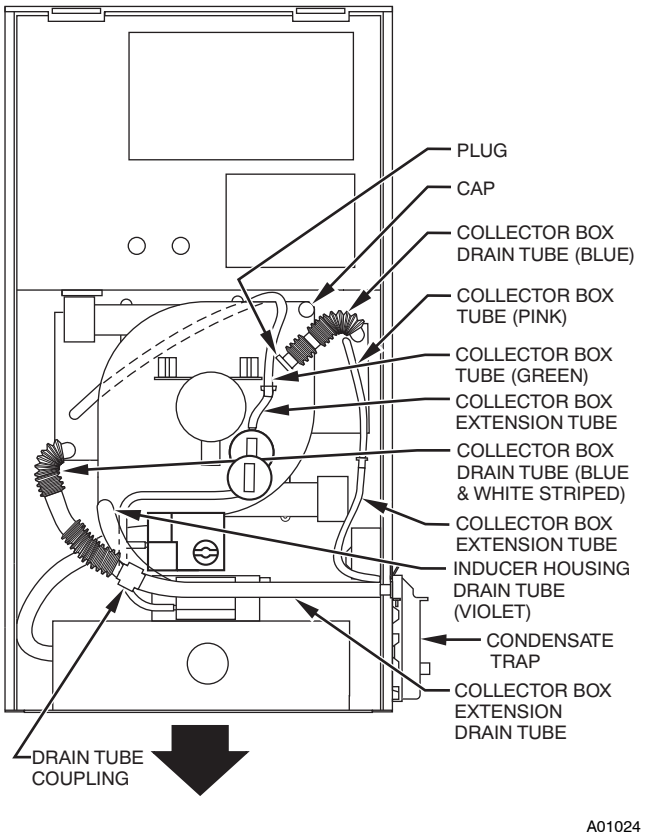

**Fig. 9 - Downflow Tube Configuration (Right-Hand Trap Installation)**
c. Route extended collector box drain tube directly from collector box drain to condensate trap as shown in Fig. 9.
a. Route inducer housing drain tube (violet label) directly from inducer housing to condensate trap as shown in Fig. 9.